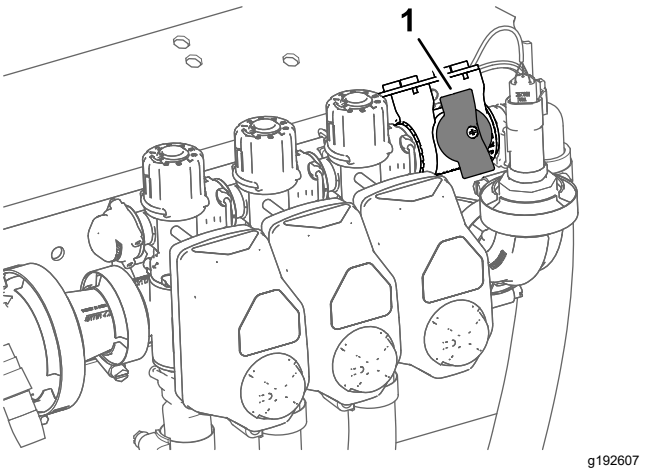

Figura 42
2. Rode o botão para a válvula de corte da distribuição da secção para a posição Fechada (Figura 42).